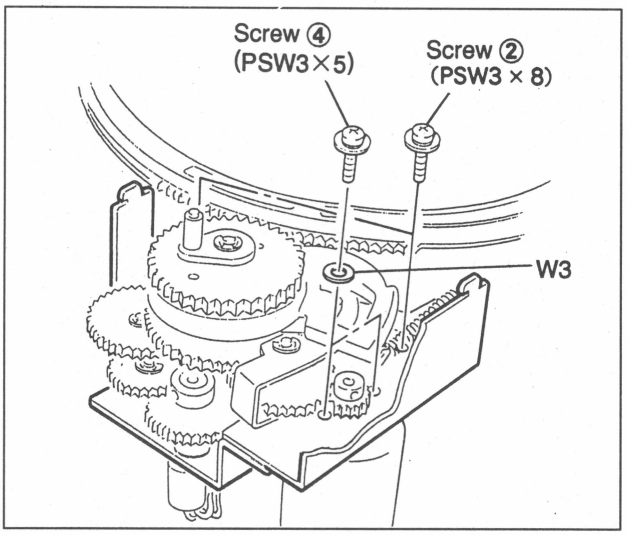

Fig.7-19-9 Loading Drive Gear Ass'y Romove
(1) Confirm that a loading ring ass'y is in the unthreading end position.
(2) Mark the position where the loading ring gear and loading drive gear engages. (Install the loading drive gear ass'y with this mark as reference.)
6. Loading Drive Gear Ass'y Removal (Fig. 7-19-9)
(2) Remove two of screws ④ and washers shown in Fig. 7-19-9, then remove a loading motor from the loading drive gear ass'y.